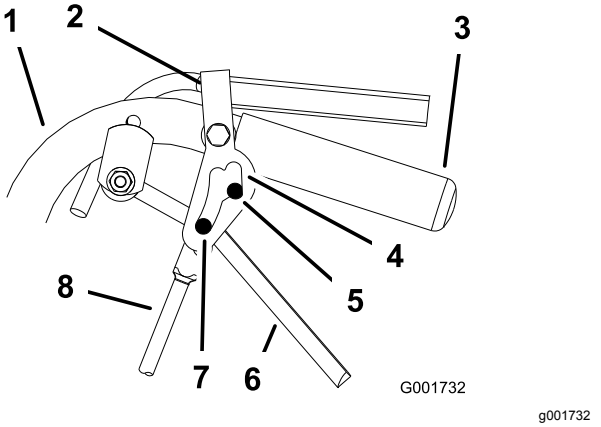

Figur 40
5. Deaktiver og aktiver neutrallåsen, og kontroller, at hjulet ikke drejer (Figur 40). Fortsæt denne procedure, indtil hjulet ikke drejer længere.